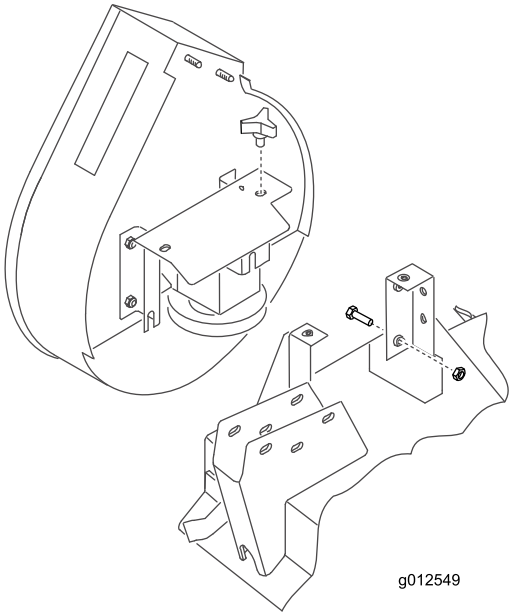

Figure 21
2. Slide the blower onto the mounting bracket alignment studs (Figure 21) while routing the belt around the blower pulley.